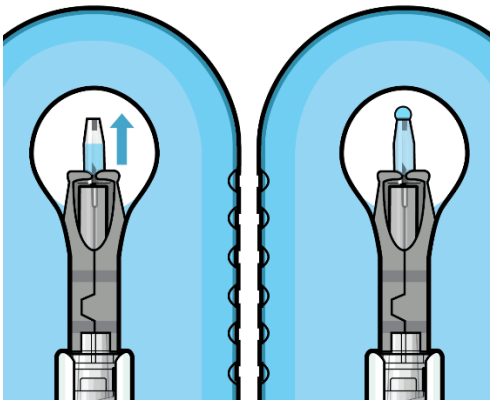

Figure 11: Dome of drug solution forms at tip of implant as viewed under magnification
- Continue filling the ocular implant until the implant is completely full of drug solution and all air has been expelled as evidenced by a dome of drug solution formed at the tip of the implant on the release control element (see Figure 11).